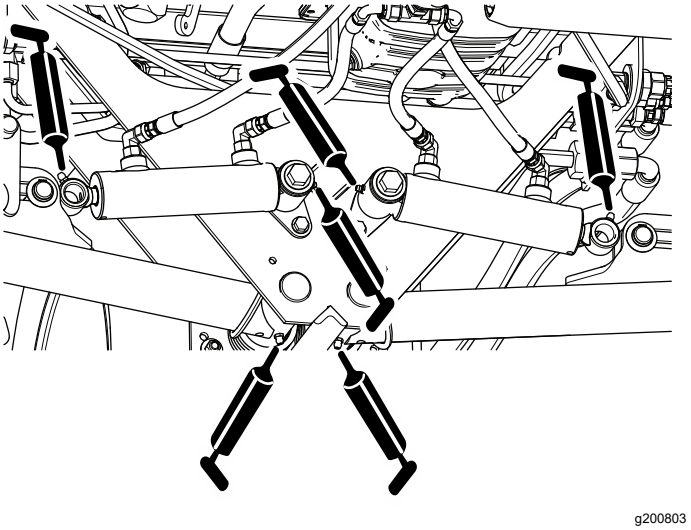

Figuur 58
- Draaipunten en hefcilinders achterste hefarm (3 elke zijde); zie Figuur 58.